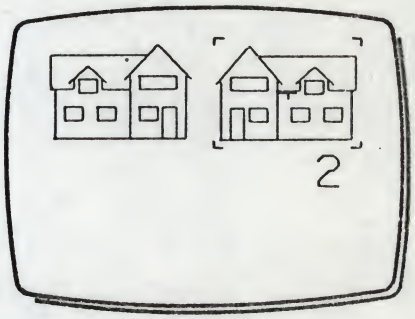

Fig 2
9 Plant the house as (2) in Fig 2. The house appears as a mirror image of (1) about the vertical axis.